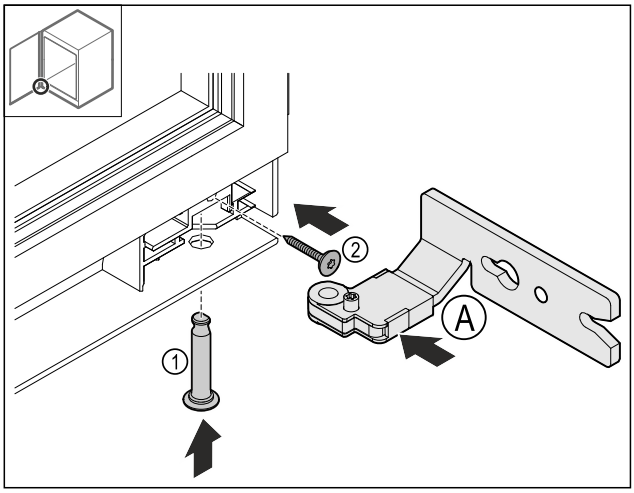

Fig. 24
▶ Insertar la bisagra inferior *Fig. 24 (A)*.
▶ Insertar y sujetar el perno *Fig. 24 (1)*.
▶ Apretar el tornillo *Fig. 24 (2)*.